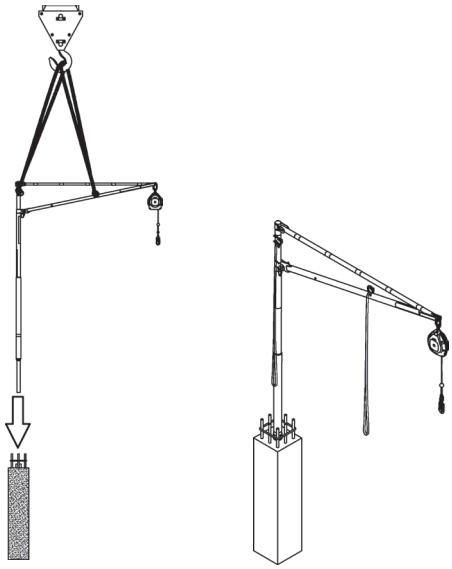

Figur 32. *Placering av SkyReach Förankringsenhet*
3. Se till att de ändlösa bandslingen fästs korrekt i lyftöglorna på stag och mast. Båda slingarna måste användas, fästa vid var sin lyftögla. Fäst båda slingen i kranens krok och lyft SkyReach Förankringsenhet. Avlägsna plastpluggen från Ingjutningshylsan och sänk ned SkyReach Förankringsenhet i hylsan. Se figur 32. SkyReach Teleskophake kan användas vid behov för att styra SkyReach Förankringsenhet på plats genom att haka tag i masten och styra enheten på plats.